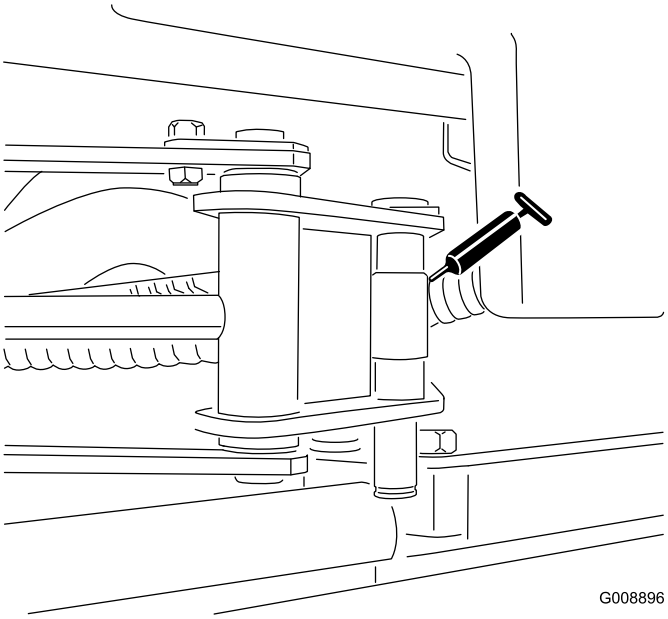

Figur 49
- Sidespolecylinderender (2; kun model 03170) (Figur 49)